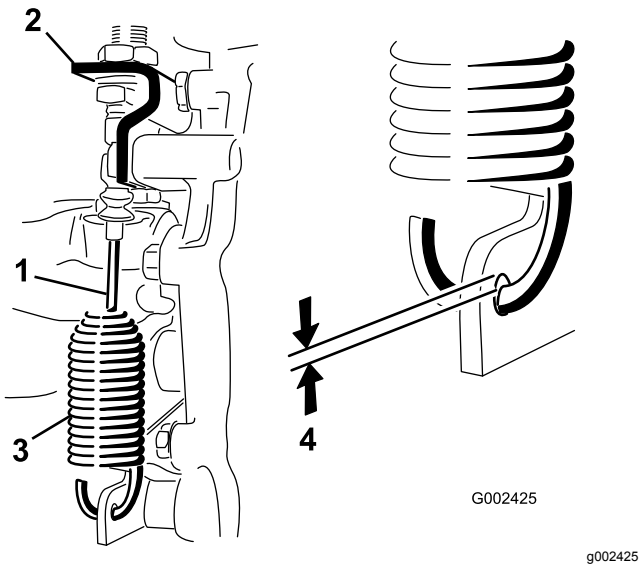

Figur 49
2. Løsn de kontramøtrikker, der fastgør differentialelåsens kabel til beslaget på gearkassen (Figur 49).